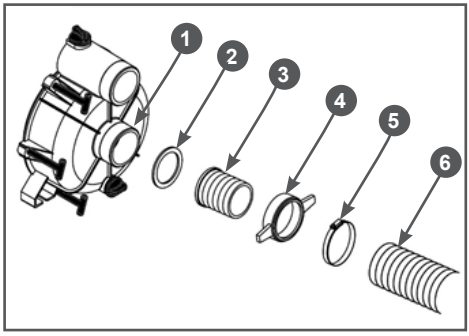

Рис. 8 Установка всасывающего рукава
3. Установите патрубок 3 через уплотнительное кольцо 2 к всасывающему фланцу 1 насоса и плотно затяните гайку 4 патрубка (Рис. 8).
4. Наденьте до упора всасывающий рукав 6 на патрубок 3 и затяните его хомутом 5 (Рис. 8).